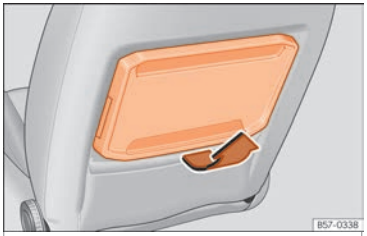

Abb. 146 Vordersitz links: Klapptisch.
- Ziehen Sie den Tisch in Pfeilrichtung nach oben, bis er einrastet ››› Abb. 146.